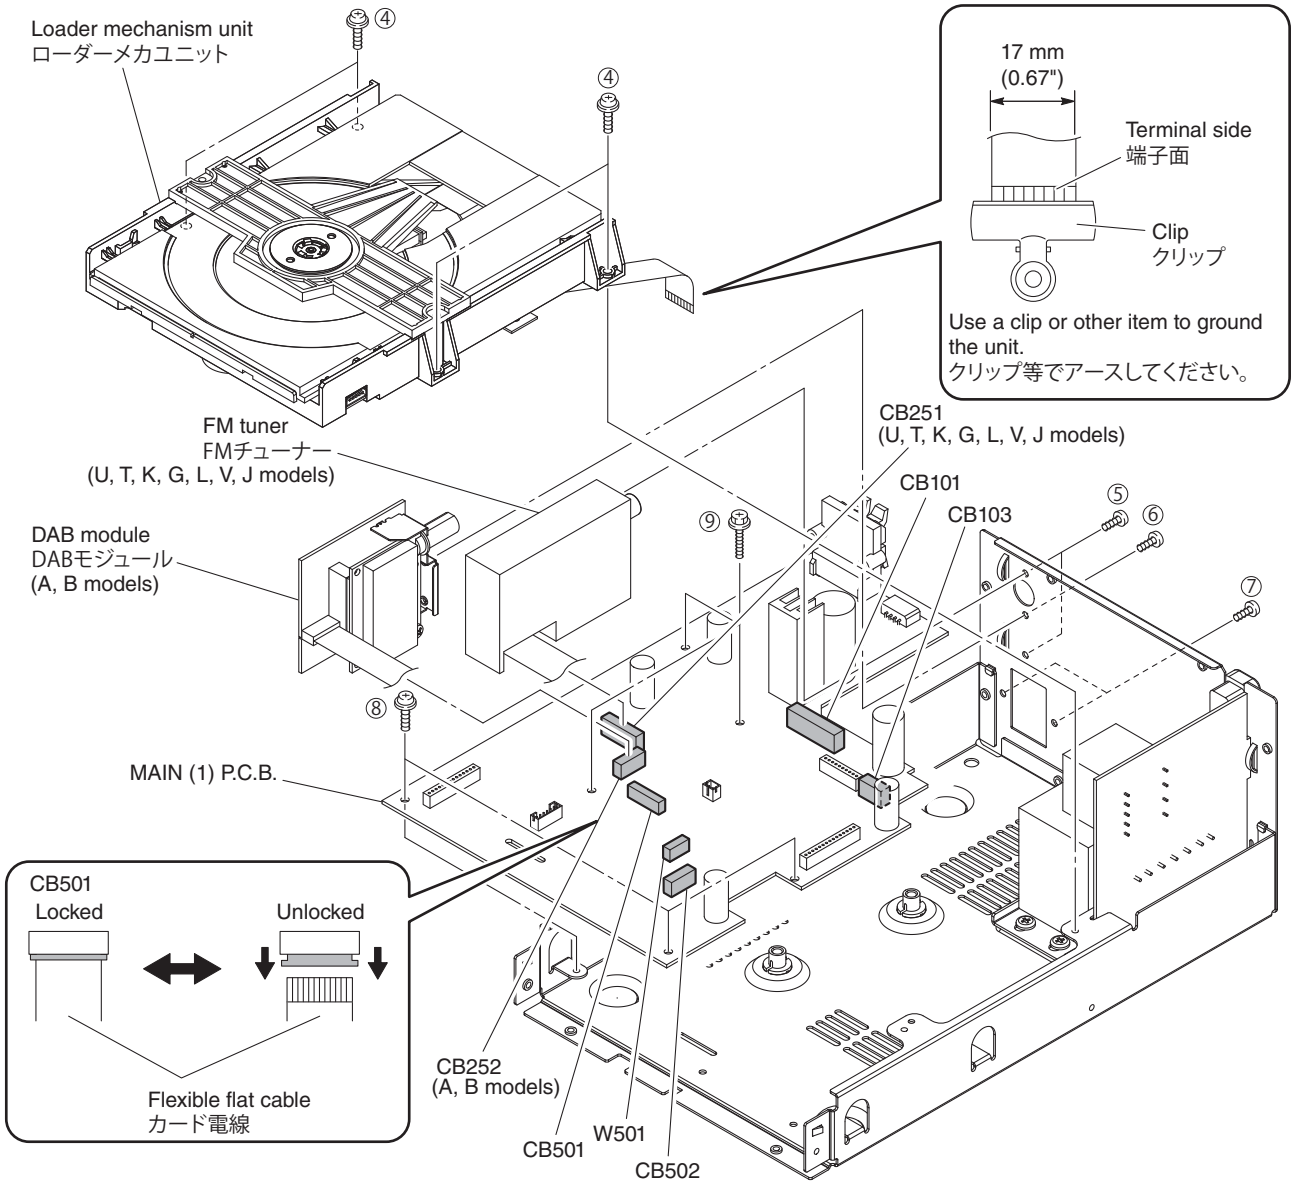

Fig. 2
a. Remove 4 screws (④). (Fig. 2)
b. Remove CB502 and W501. (Fig. 2)
c. Unlock and remove CB4 and ground the terminal side of the flexible flat cable with a clip or the like. (Fig. 2)
d. Remove the loader mechanism unit. (Fig. 2)
a. Remove 2 screws (⑤). (Fig. 2)
b. Remove CB251. (Fig. 2)
c. Remove the FM tuner. (Fig. 2)
a. Remove 2 screws (⑥). (Fig. 2)
b. Remove CB252. (Fig. 2)
c. Remove the DAB module. (Fig. 2)
4. Removal of MAIN (1) P.C.B.
a. Remove 2 screws (⑦), 3 screws (⑧) and 3 screws (⑨). (Fig. 2)
b. Remove CB101 and CB103. (Fig. 2)
c. Remove the MAIN (1) P.C.B.. (Fig. 2)
a. ④ のネジ 4 本を外します。（Fig. 2）
b. CB502、W501 を外します。（Fig. 2）
c. ロックを解除して CB501 を外し、カード電線の端子面をクリップ等でアースします。（Fig. 2）
d. ローダーメカユニットを取り外します。（Fig. 2）
a. ⑤ のネジ 2 本を外します。（Fig. 2）
b. CB251 を外します。（Fig. 2）
c. FM チューナーを取り外します。（Fig. 2）
a. ⑦ のネジ 2 本、⑧ のネジ 3 本、⑨ のネジ 3 本を外します。（Fig. 2）
b. CB101、CB103 を外します。（Fig. 2）
c. MAIN（1）P.C.B. を取り外します。（Fig. 2）